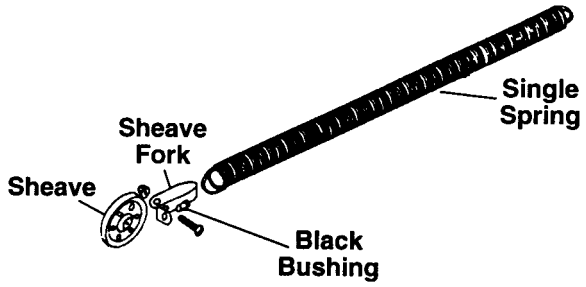

Fig. EZ-1
**If standard extension springs are to be installed in place of the EZ-Set Extension Spring™ Assembly, the following additional parts are required: extension spring lift cables and containment cables (1 pair each note height of door), 3-hole adjustment clip (2), and S-hook (2)**
**Step 1:** Assemble springs with sheaves on the floor. A ⅜" x 1¼ " hex head bolt and ⅜" flange nut are used to attach the sheaves to the sheave fork. Be sure to attach the small black bushing into the sheave fork flange as shown. (FIG. EZ-1)